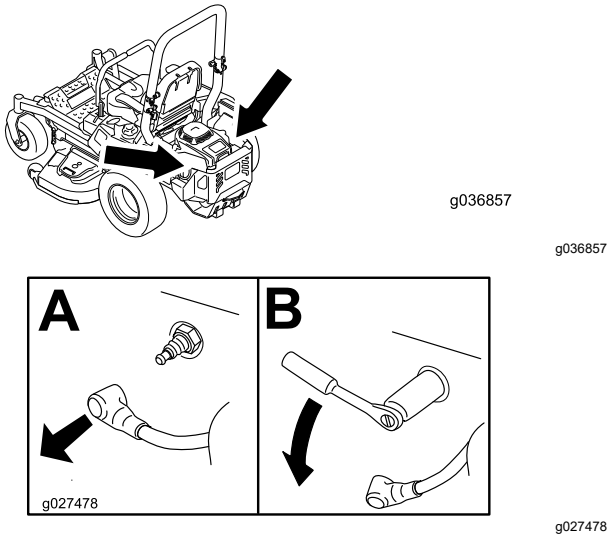

Figuur 46
4. Zoek en verwijder de bougie(s) zoals wordt getoond in Figuur 46.